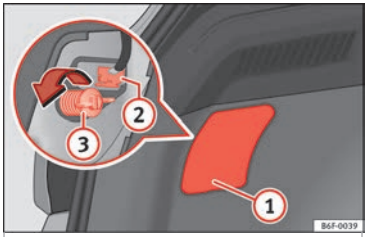
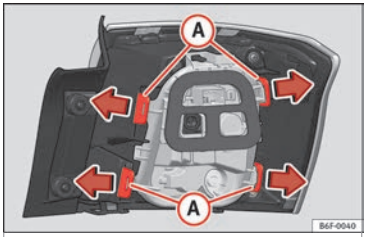

Fig. 116 Luggage compartment: access to the bolt securing the tail light unit.
Fig. 117 Retaining tabs on reverse side of tail light.
3. Remove the lid, levering the flat side of a screwdriver into the recess ››› **Fig. 116** (1).
4. Remove the bulb connector (2).
5. Unscrew the light securing bolt (3) by hand or using a screwdriver.
7. Remove the bulb holder unlocking the retaining tabs ››› **Fig. 117** (A).